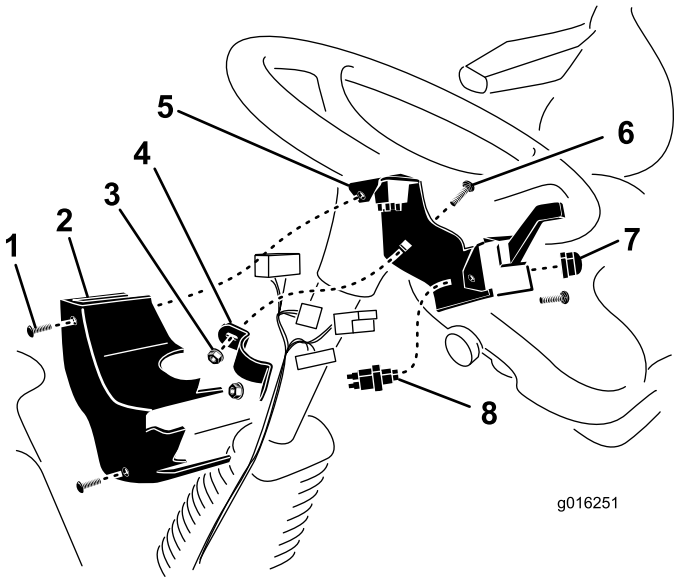

Figure 5
2. Montez le support de colonne sur la colonne de direction avec la fixation, (2) vis de carrosserie 3/8" x 1" et écrous à embase 3/8". Positionnez le support de colonne aussi haut que possible sur la colonne de direction, comme illustré à la Figure 5. Le support de la colonne de direction ne doit pas gêner le volant.
3. Après avoir connecté le faisceau de câblage, posez les écrous de verrouillage qui fixent le couvercle au support de colonne avec deux vis (Figure 5).